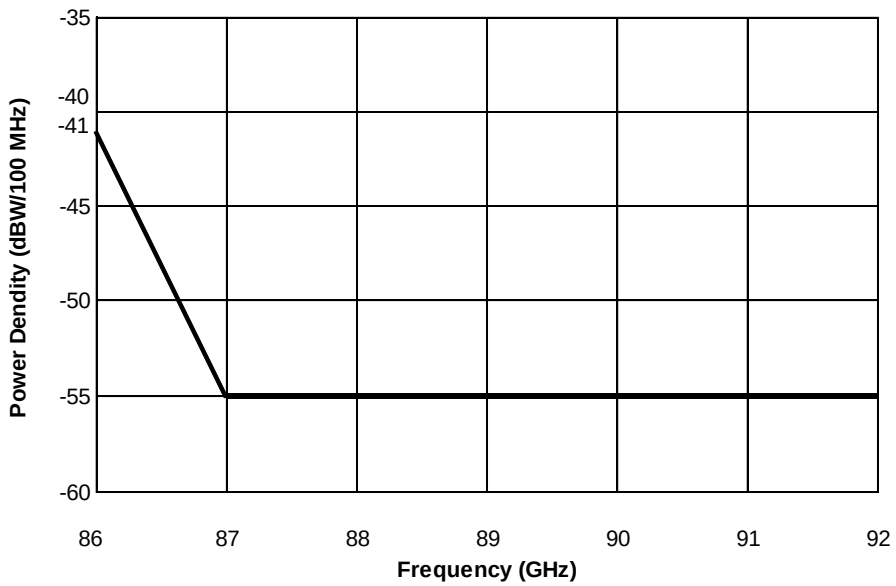

Figure 1.4-2b Unwanted Emission Power Density at the Antenna port
Emission Outside the 71-76 GHz & 8.1-86 GHz Range	(1) Output power spectral density, at antenna port, falling outside of the 71-76 GHz band edge or below the lower band edge of 81-86 GHz band should be limited to a maximum of -55 dBW/MHz. (2) For the band 86-92 GHz is allocated to Passive Services and, in particular to Earth Extension Satellite Services, for their protection, unwanted emission power density at the antenna port is in accordance with Figure 1.4-2b.